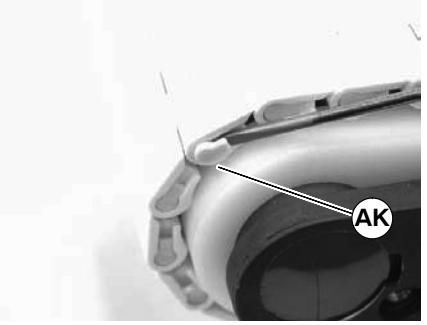

Figure 17
2. Choose one link on the idler end of chain to remove endcaps. With a 2.4 mm flat blade screwdriver, pry under tab of end caps (AK of Figure 17) and remove end cap. Repeat for opposite side of conveyor.